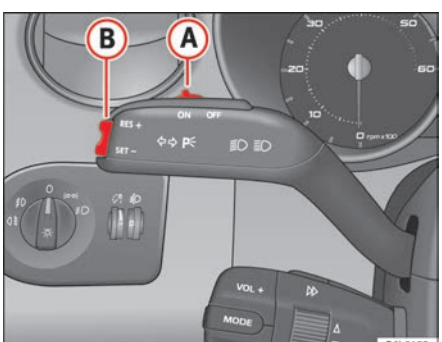

Fig. 105 Turn signal and main beam headlight lever switch and rocker switch for the cruise control
- when the lever (A) is moved in the direction of **OFF** without fully being engaged.
To resume cruise control, release the brake or clutch pedal or reduce the vehicle speed to less than 180 km/h and press once on the upper part of the rocker switch **RES** ⇒ page 146, fig. 105 (B).